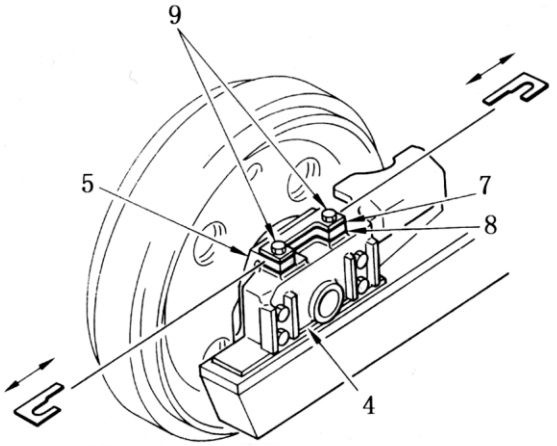

Рис. 4-48.
b) Регулировка направляющих вверх-вниз и направляющих пластин (Рис. 4-48).